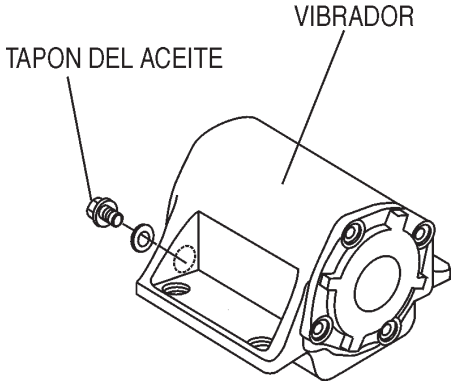

Figura 8. Tapón del aceite del vibrador
2. Revise el nivel de aceite del vibrador, quitando el tapón (indicador del aceite del vibrador), como se muestra en la Figura 8. El nivel de aceite debe estar hasta el tapón del aceite. El vibrador tiene una capacidad de 140 cc (aproximadamente 1 pinta). IMPORTANTE, si necesita aceite, cámbielo usando solo aceite de motor SAE 10W-30.